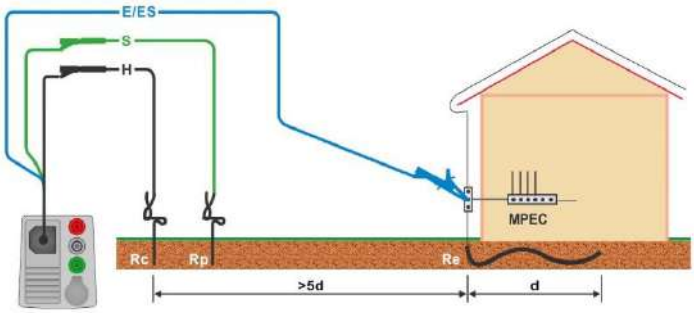
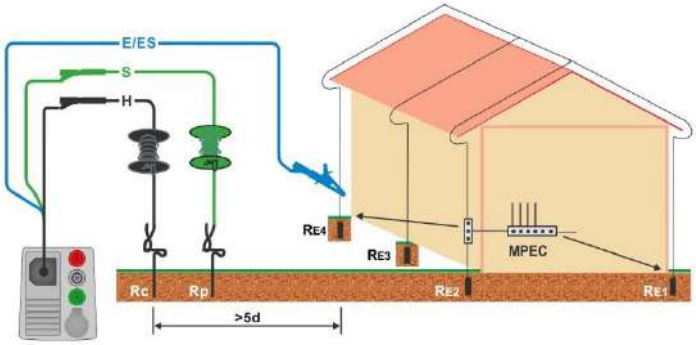

Figure 7.90: Resistance to earth, measurement of main installation earthing
Figure 7.91: Resistance to earth, measurement of a lighting protection system
- Connect 3-wire test lead to the object under test, see ***Figure 7.90*** and ***Figure 7.91***.